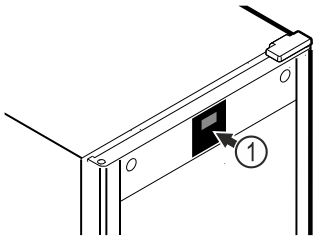

Fig. 52 Example illustration
The thermometer is calibrated at the factory (offset of +6 Kelvin). If the interior temperature differs from the temperature display *Fig. 52 (1)*, you can calibrate the thermometer.